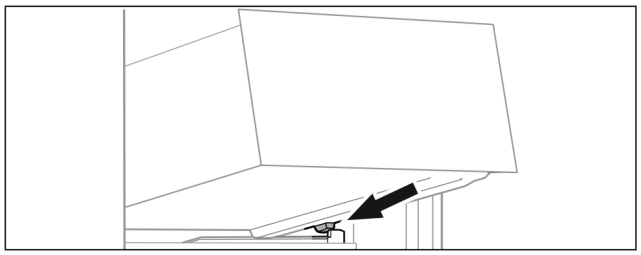

Fig. 83
- ▶ Uzlieciet atvilktni ieslīpi zem aizturiem uz tvertnes ribas. (skat. Fig. 83)